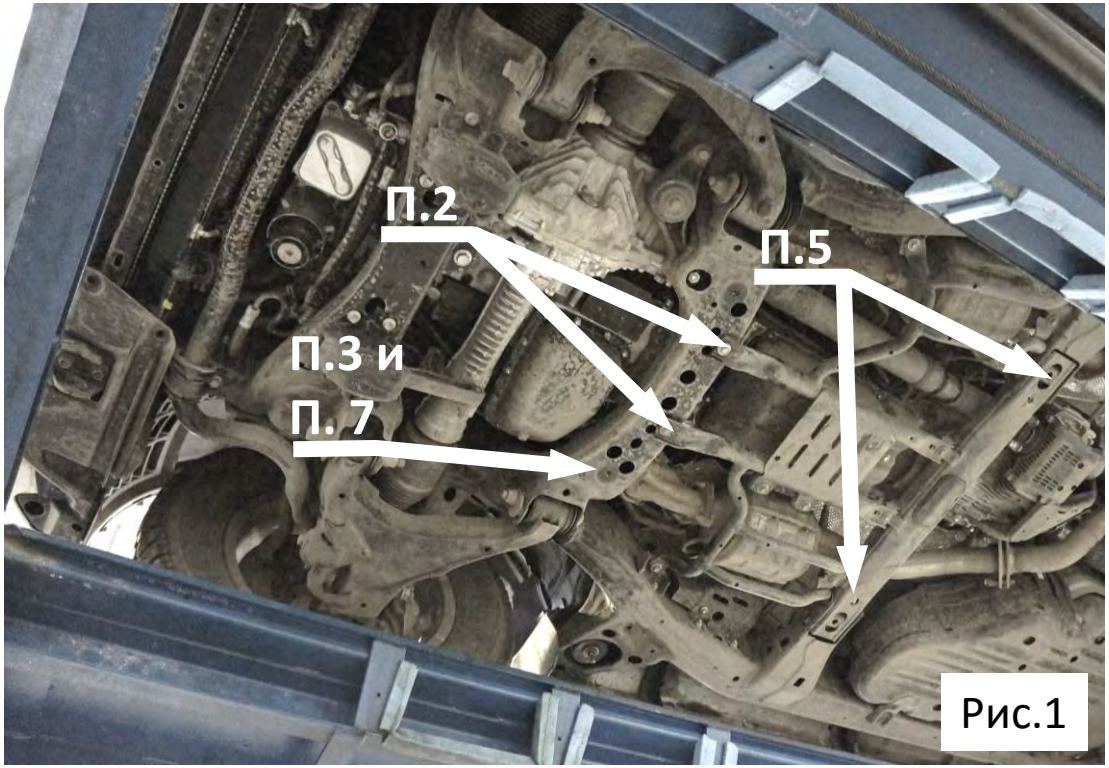

Рис.1
2. Вывернуть штатные болты (рис.1) и ввернуть на 2-3 оборота в каждое отв. болт М10х50+гровер 10+три шайбы М10 усиленные.
3. Ввернуть на 2-3 оборота болты (рис.1) из комплекта крепежа в штатные точки крепления.